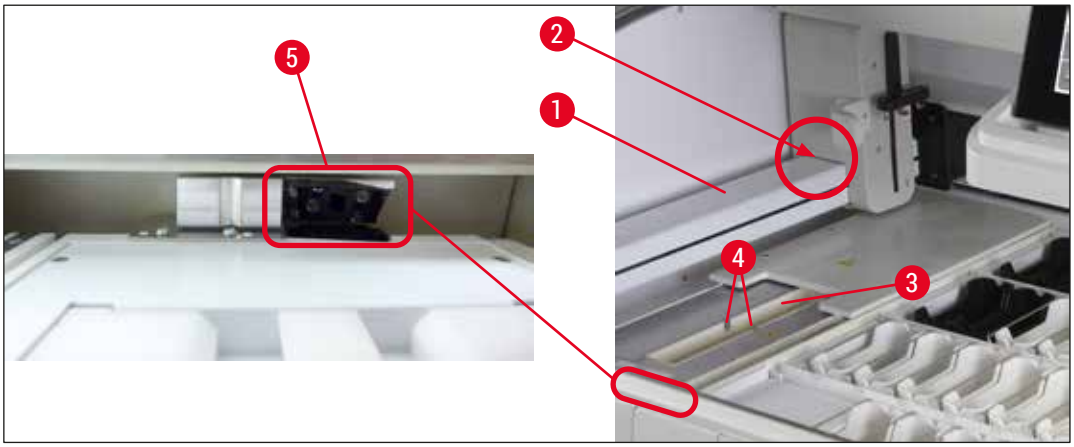

Fig. 94
- Når strekkodeleseren brukes som tilleggsutstyr, kan det samles smuss fra objektglasstativene i og rundt objektglasstelleren (→ "Fig. 94"). Derfor må disse områdene sjekkes grundig av brukeren under det daglige instrumentoppsettet, og om nødvendig rengjøres med støvsuger. Rengjøring med klut anbefales ikke, da dette kan spre partiklene til andre kritiske områder på instrumentet.